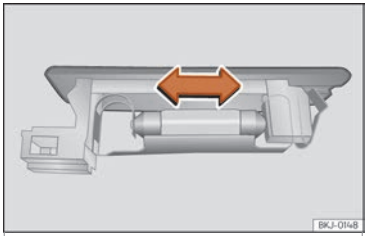

Fig. 59 Boot light.
– Press the bulb sideways and remove it from its housing ››› **Fig. 59**.